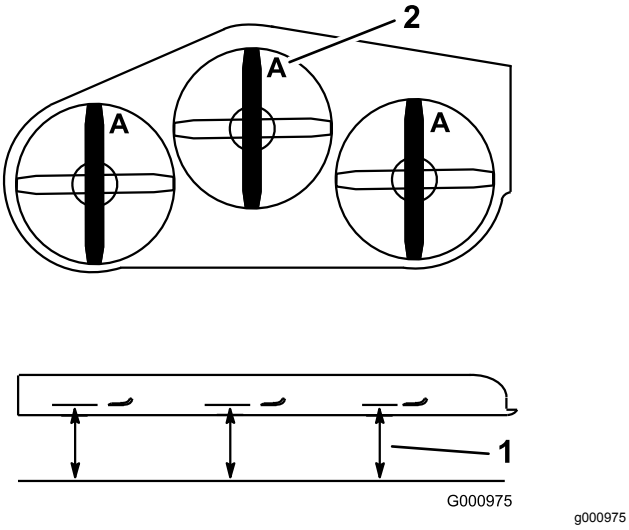

**Figuur 101**
4. Meet de afstand tussen een horizontaal oppervlak en de snijrand, stand **A**, van de messen (Figuur 101).